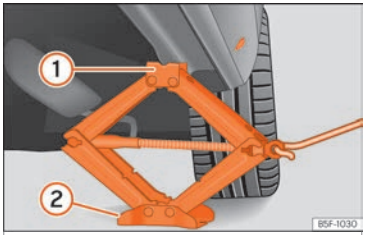

Abb. 46 Längsholm: Wagenheber ansetzen.
- Drehen Sie die Kurbel des unter dem Aufnahmepunkt des Längsträgers befindlichen Wagenhebers*, bis sich die Nase ① ››› Abb. 46 unter der vorgesehenen Einführung befindet.
- Richten Sie den Wagenheber* so aus, dass sein Aufnahmehorn ① in die dafür vorgesehene Aufnahme am Längsträger „greift" und die bewegliche Grundplatte ② plan auf dem Boden aufliegt. Die Bodenplatte ② muss sich dabei senkrecht unter dem Aufnahmepunkt ① befinden.